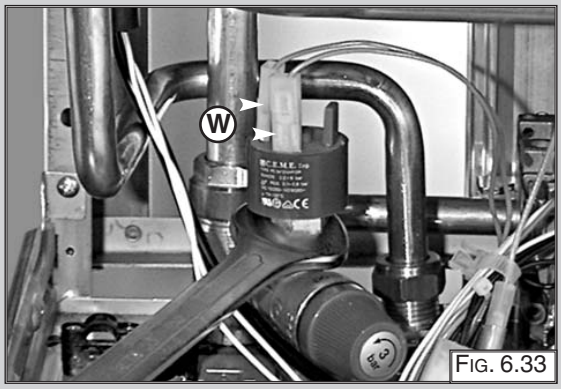

Fig. 6.33
1. Remove the pump pressure switch electrical connections "W" (Fig 6.33);